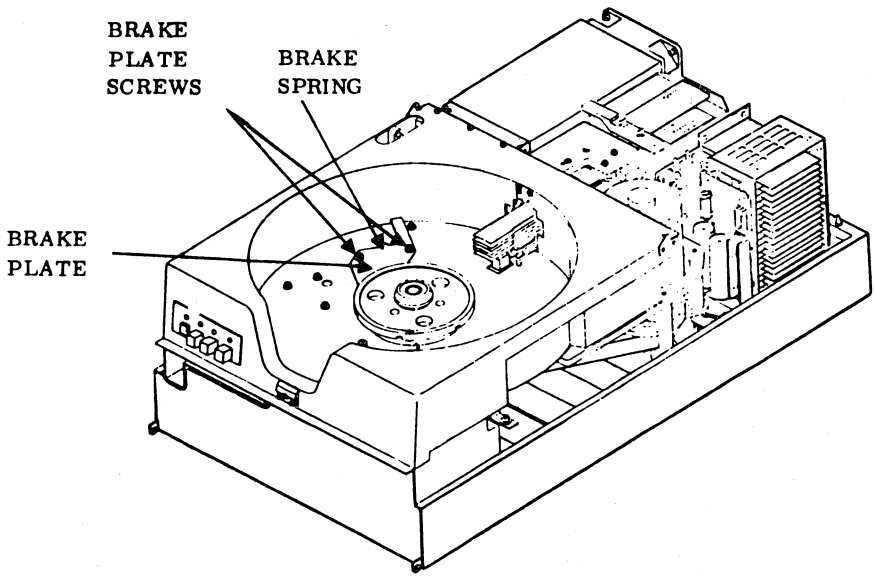

Figure 6J-15. Brake Plate Assembly
3. Raise the cabinet top cover. Remove the magnet cover (figure 6J-16) by prying the cover open with a screwdriver.
4. Identify the heads loaded switch leadwires. Disconnect the leadwires at the switch terminals (figure 6J-17).
6. Manually retract the carriage. The multimeter should indicate infinity. If adjustment is required, proceed to step 7. If the requirement is met, proceed to step 9 (figure 6J-8).
7. Loosen the two screws securing the heads loaded switch to the switch mounting bracket (figure 6J-16).